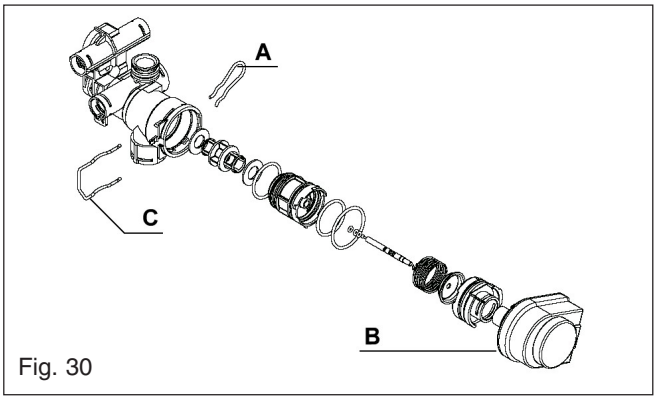

Fig. 30
6.22 VALVE ACTUATOR fig. 30
6.23 DIVERTOR VALVE CARTRIDGE fig. 30